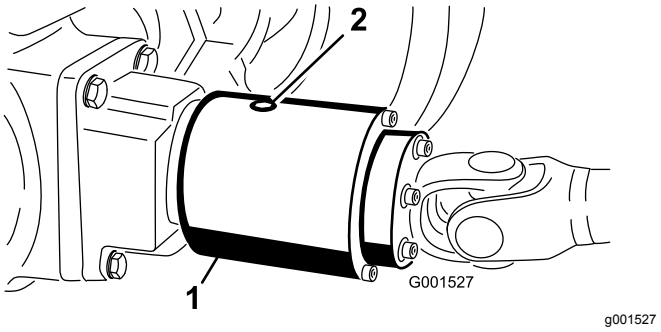

**Figur 60**
2. Drej koblingen (Figur 60) for at rette kontrolproppen ind efter kl. 4-positionen.